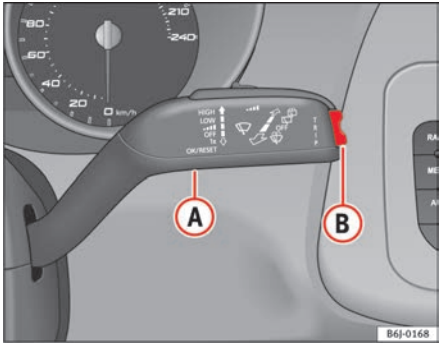

Fig. 34 Windscreen wiper and windscreen wash lever: button A and rocker switch B
You can switch between the following displays in the multi-function display (MFD) by operating rocker switch ⇒ fig. 34 (B) on the windscreen wiper lever.